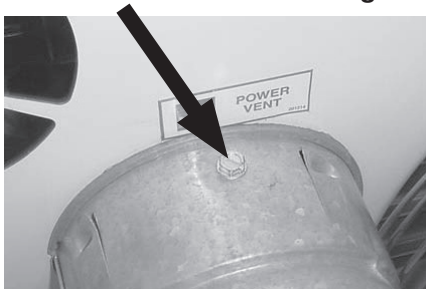

**Figure 11. Instructions for Connecting Double-Wall Type B Vent Pipe to Single-Wall Pipe**
- **Double-wall Type B vent pipe:** join pipe sections in accordance with the pipe manufacturer's requirement—refer to the illustrated instructions in **Figure 11** to connect double-wall pipe to the heater collar, single-wall pipe, and vent cap. Work quickly to assemble components before sealant dries.